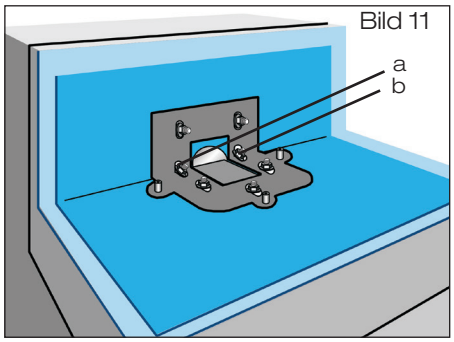

Bild 11
2.5 Anschlussmanschetteahn mit Losflansch und beiliegenden Sechskantflanschmuttern verklemmen (Bild 11). Beiliegende Sechskantflanschmuttern inklusive Unterlegscheiben mit Steck- oder Ringschlüssel SW 15, beginnend mit den Eckverschraubungen a und b,